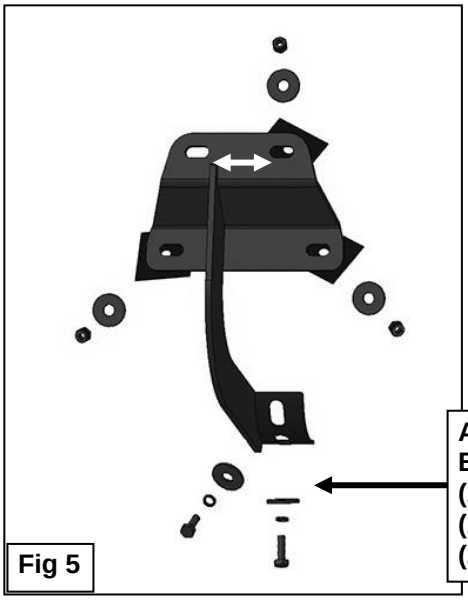

Fig 5
5. Select the driver/left Sidebar. Carefully position the Sidebar onto the (3) Mounting Brackets. **IMPORTANT**: Do not slide, (front to back or rotate), the Sidebar on the Brackets or damage to the finish on the Sidebar may result. Attach the Sidebar to the Mounting Brackets with (4) 8mm x 25mm Hex Bolts, (4) 8mm Lock Washers and (4) 8mm Flat Washers, **(Figure 5)**. Do not tighten hardware.